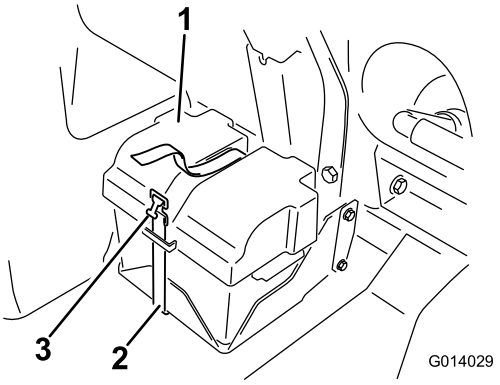
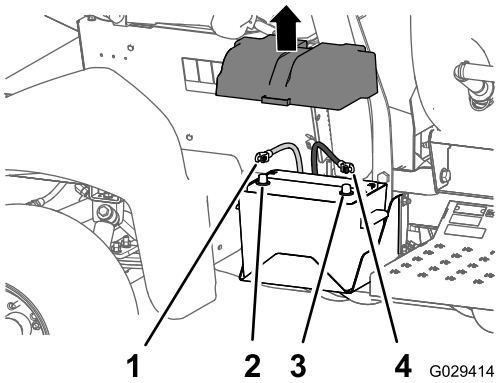

Figur 1
Figur 2
3. Avlägsna batterikåpan och lossa den jordade minuskabeln (svart) från batteripolen (Figur 1 och Figur 2).
4. Lossa pluskabeln (röd) från batteripolen (Figur 2).